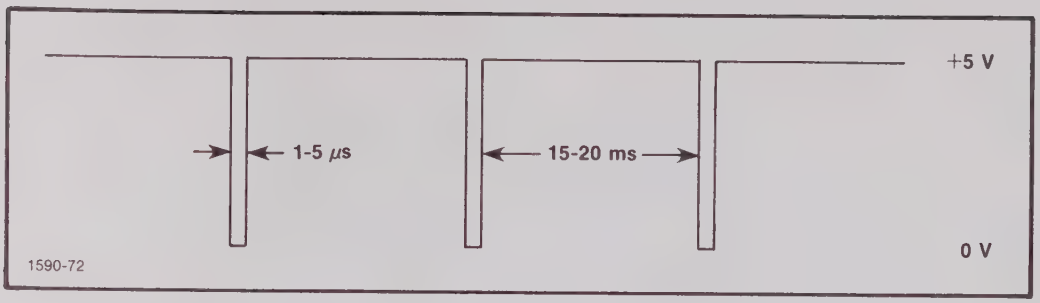

Fig. 6-28. Pulse generator output.
d. Connect the output of the Pulse Generator to the channel one input of the test oscilloscope with a 75 ohm shielded BNC cable terminated with 75 ohms. Adjust the Pulse Generator to produce the waveform shown in Fig. 6-28.